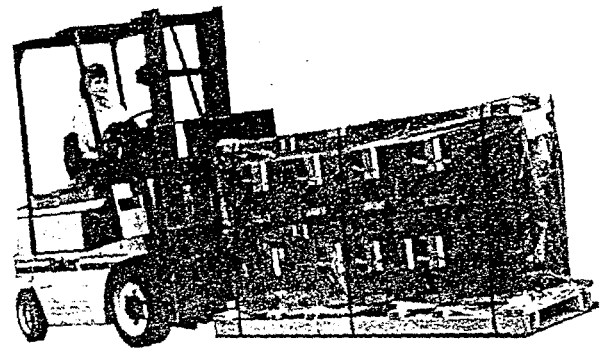

Figure 2: Moving motor control center with fork truck
3. Fork trucks, when available, provide a convenient method of moving motor control centers (figure 2). When handling or moving a motor control center, or when removing an MCC from a shipping pallet, carefully balance the MCC and secure it using a safety strap.